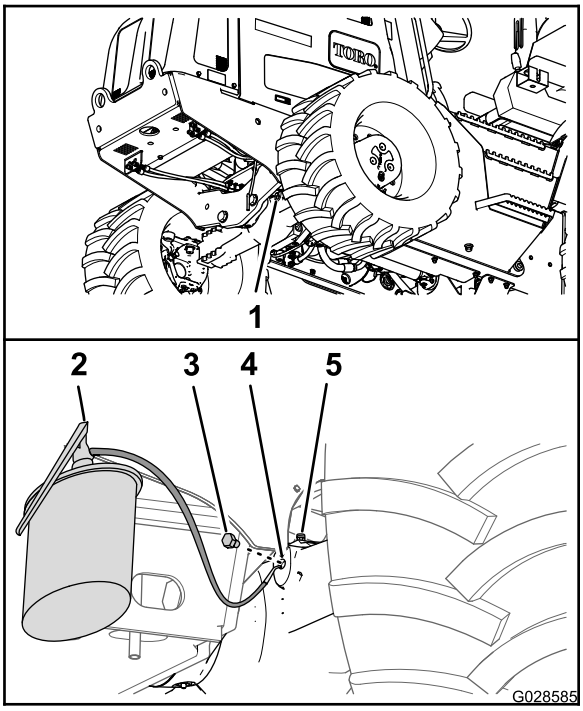
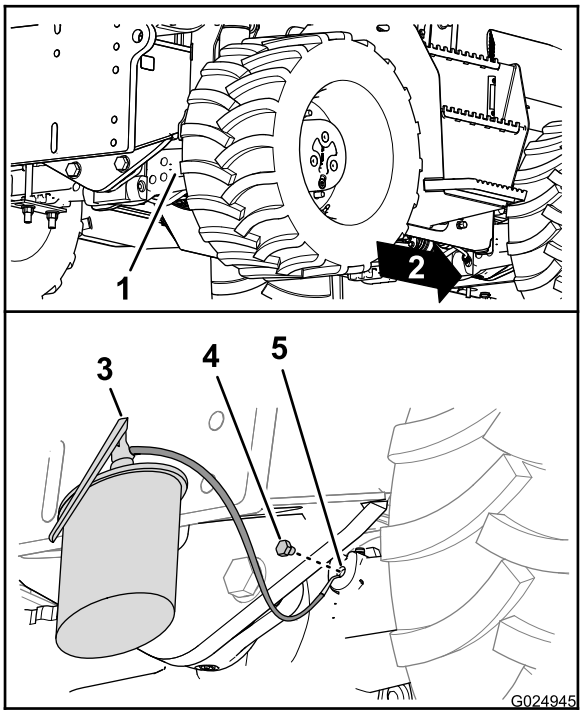

Figure 89
Figure 90
5. Revissez les bouchons dans les orifices de vidange des cartes de pignons (Figure 89 et Figure 90).
6. Versez l'huile spécifiée dans les ponts par l'orifice de contrôle, jusqu'à ce que le niveau atteigne les filets au bas de l'orifice (Figure 89 et Figure 90).
8. Revissez les bouchons dans les orifices de contrôle des carters de pignons des ponts (Figure 89 et Figure 90).